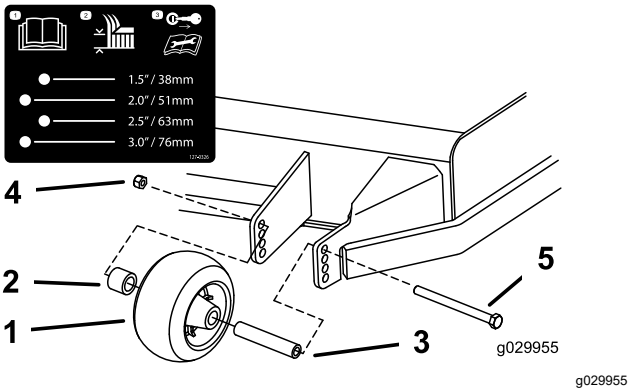

Figur 37
3. Juster antiskalperingsvalsene som vist i Figur 37.